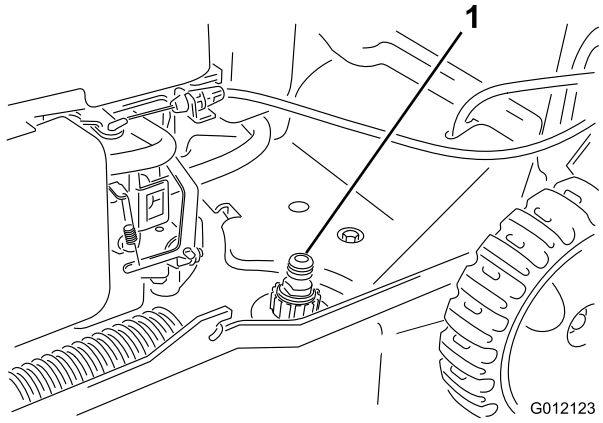

Figuur 25
3. Bevestig een tuinslang die aangesloten op een kraan, aan de wasaansluiting op de maaikast (Figuur 25).